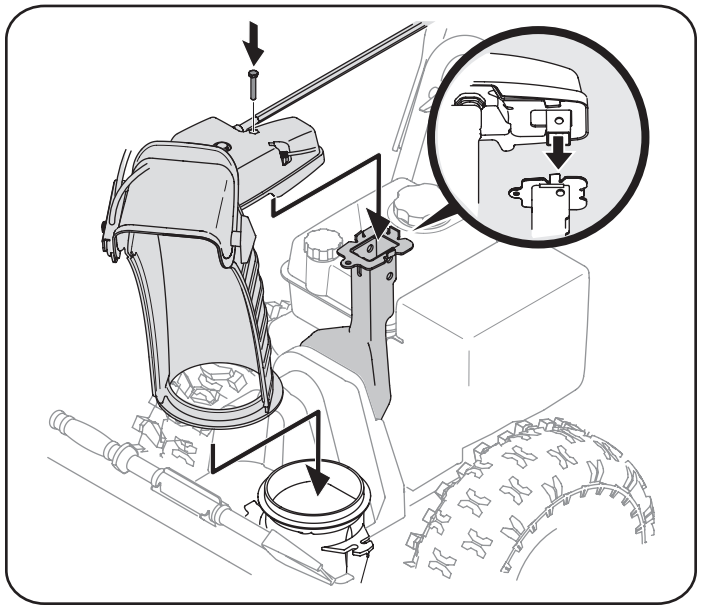

Figura 4
4. Ubique el canal sobre la base del mismo y garantizar la varilla hex agonal está situado bajo el panel manejar. Instalar el perno hexagonal previamente eliminado, pero no seguro con tuerca de mariposa en este momento. Vea la figura 4.